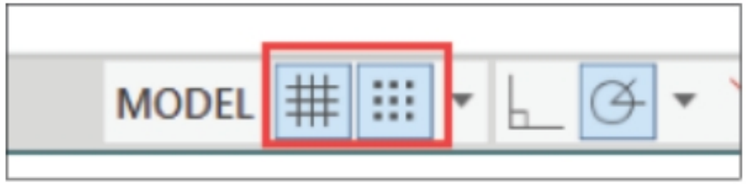

Figure-27. Grid display and snap
- Click on the buttons displayed in Figure-27 to hide the grid and off the grid snap.